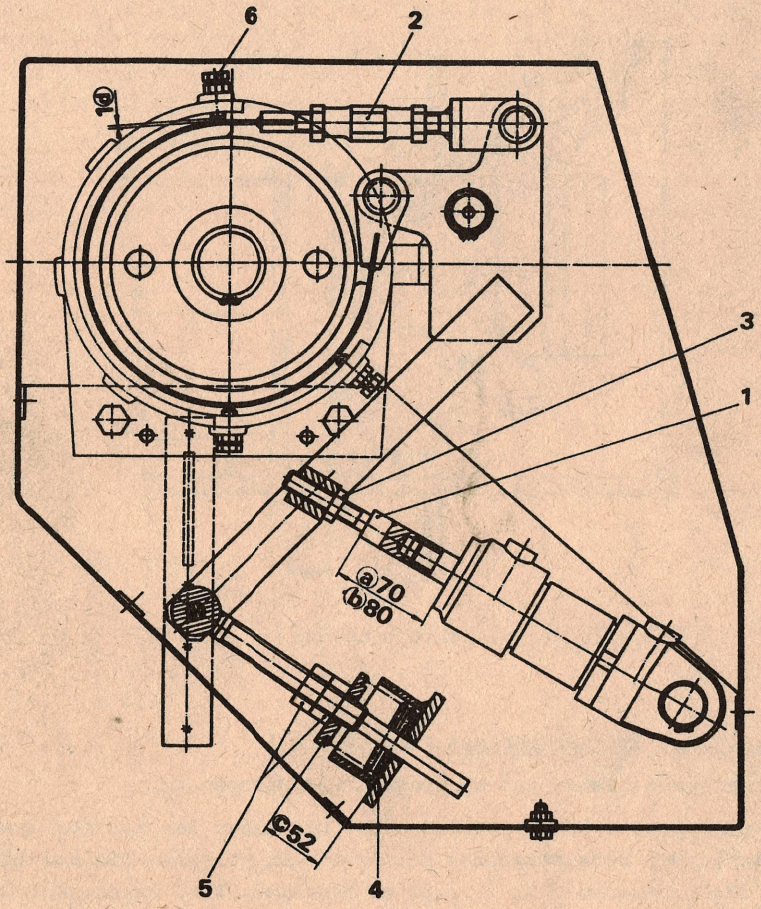

Abb. 32. Drehwerksbremse
7.2.3.4.2. Drehwerksbremse (Abb. 32)